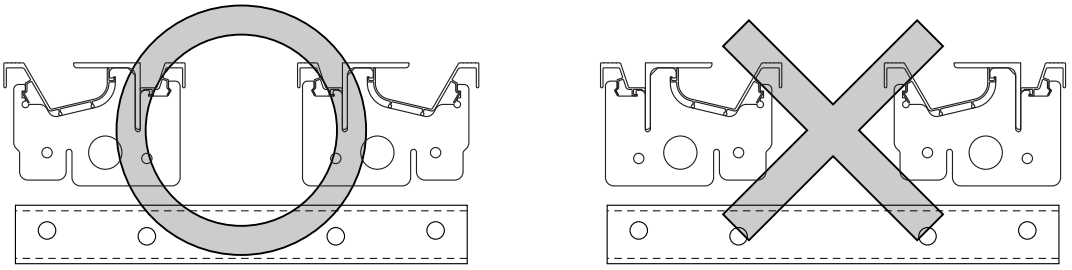

図3-2
- レール本体とレール幅木は正しい向きでないと取付けることができません。組付かない場合は、図をよく確認してレール本体とレール幅木を正しい位置に置いてください。(図3-2参照)